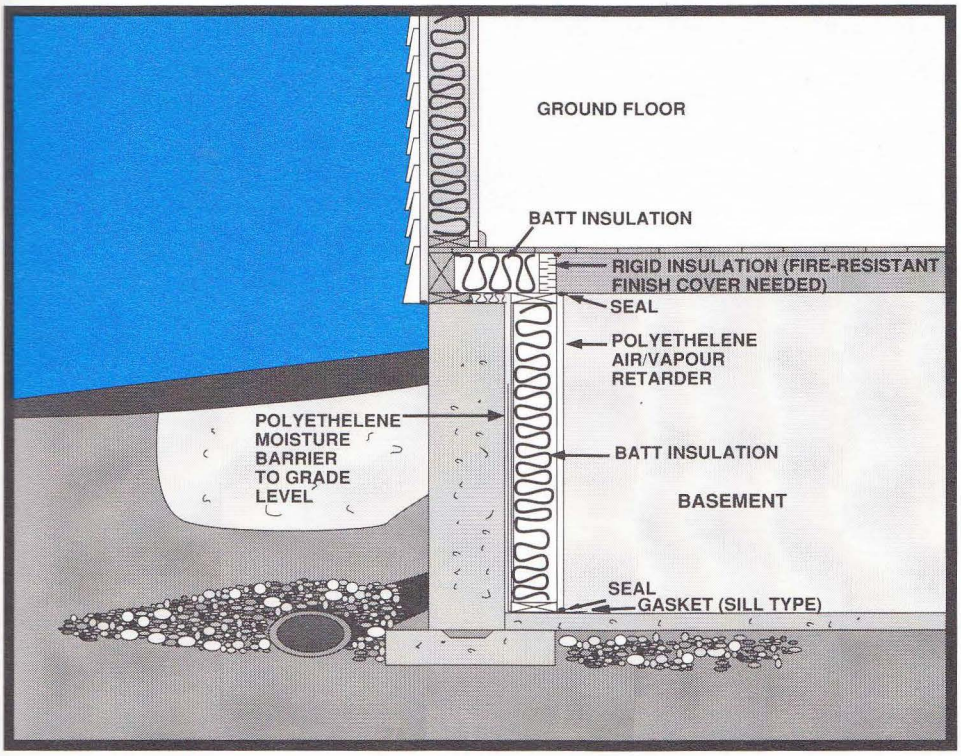

**FIGURE 36**
- One method of interior basement insulation is to install a new wood-frame wall with batt insulation. A moisture barrier is provided to the inside face of the basement wall, but only up to *grade* level. The moisture barrier restricts water vapour *diffusion* from the *foundation wall*. A *vapour retarder* (which can act as *air barrier* if properly sealed) is provided on the warm side of the insulation underneath any finishes. Finishes which are properly sealed can also act as an *air barrier*. (See Figure 36.)